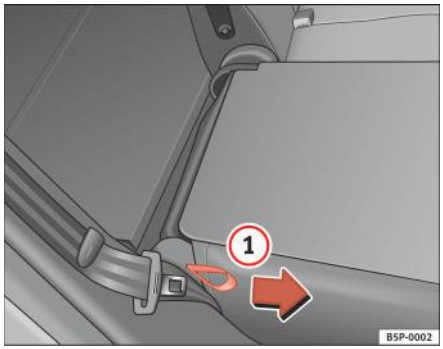

Fig. 98 Plierea şi deblocarea spătarelor scaunelor din față
– Trageți chinga de pe partea laterală a scaunului ⇒ fig. 98 (1) în sensul săgeții şi ridicați spătarul.